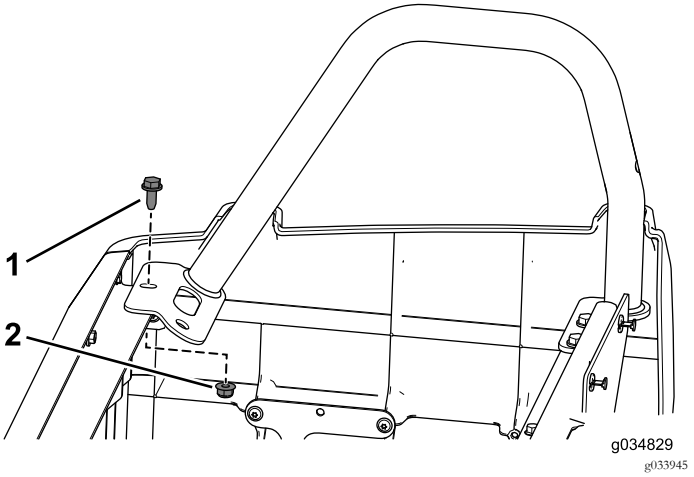

Figur 50
1. Sätt fast det bakre högra höftskyddet på den bakre sätessockeln med flänsskruven (3/16 x 3/4 tum) och flänsmuttern som du tog bort tidigare (Figur 50).